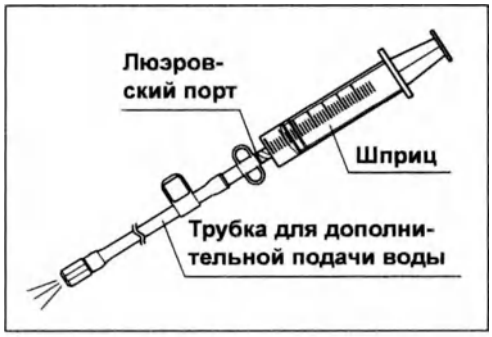

Рис. 6.36
2. Заполните шприц воздухом, подсоедините его к люзровскому порту трубки для дополнительной подачи воды и продуйте трубку 30 мл воздуха для полного удаления воды для промывания. (см. рис. 6.36)